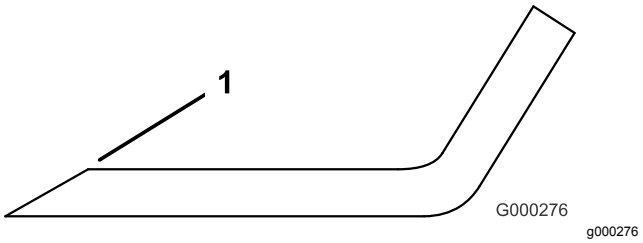

Figur 111
1. Bruk en fil til å slipe eggen i begge ender av kniven (Figur 111).
Merk: Hvis kniven ikke er i balanse, filer du bort litt av metallet på enden av vingeområdet (Figur 111).